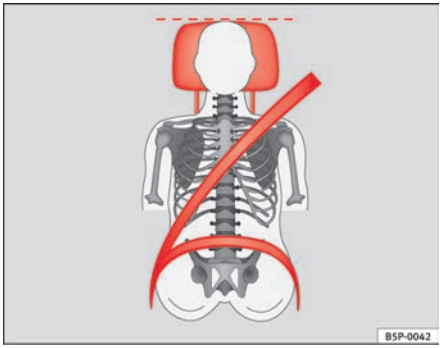

Fig. 12 Correct belt web and head restraint positions, viewed from front
- **The shoulder belt must be positioned around the middle of the shoulder. The seat belt must lie flat and snugly on the torso ⇒ page 22, fig. 12.**